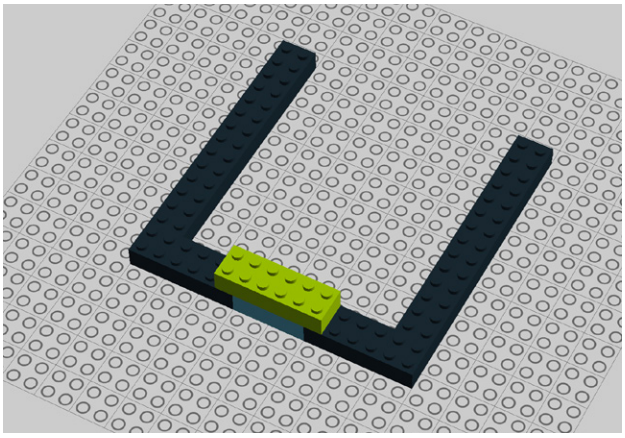

Figure 9-10. *Step 5: Adding three 2x2 translucent bricks*
5. Next, attach three 2x2 translucent bricks (Figure 9-10).